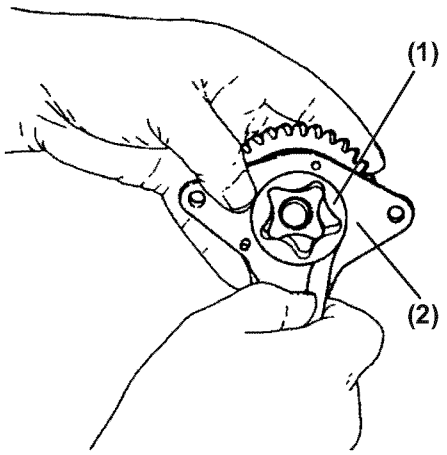

Figure 9-17
Inspect the outside diameter clearance of the outer rotor. To inspect this, insert a feeler gauge between the outer rotor **(Figure 9-17, (1))** and the lubricating oil pump body **(Figure 9-17, (2))**.